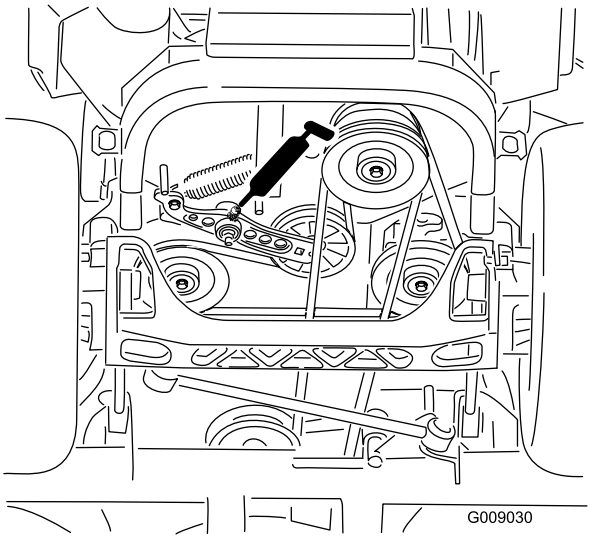

Figur 48
6. Smør drivremmens styrearm (Figur 48).